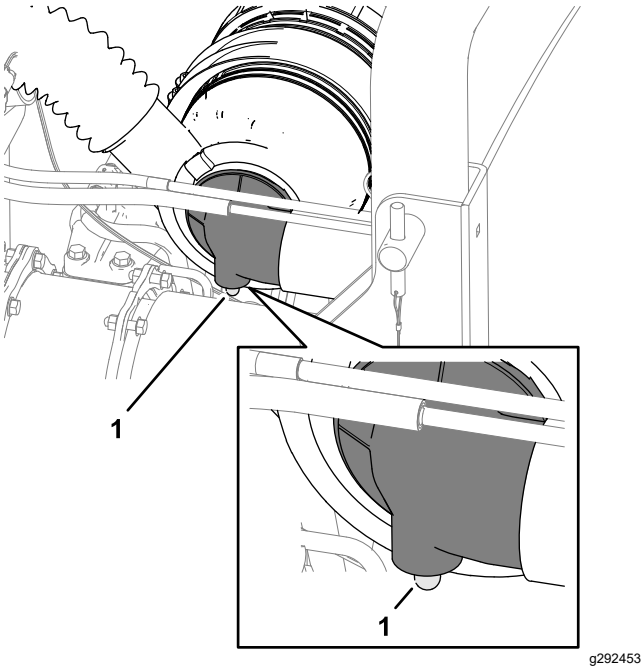

Figur 51
2. Kontroller blokkeringsindikatoren for luftfilteret (Figur 51).
Merk: Overhal hovedluftfilteret når blokkeringsindikatoren for filter (Figur 51) er rød. Hvis du skifter luftfilteret ofte, øker det risikoen for at det kommer inn smuss i motoren når filteret er fjernet.